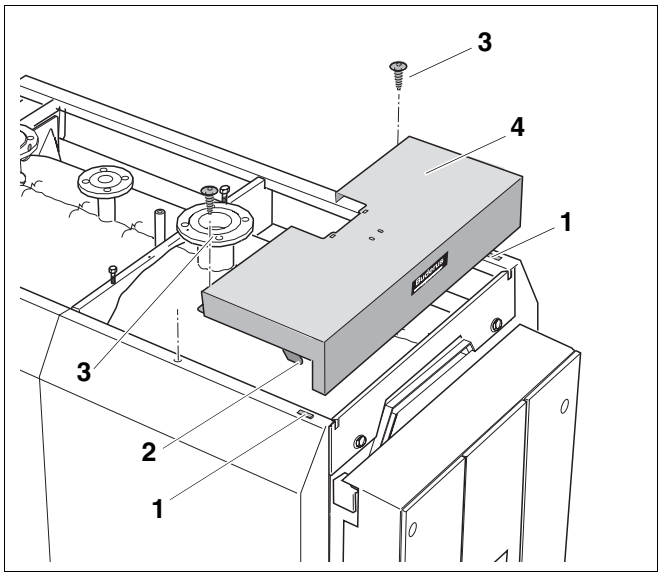

Rys. 33 Montaż przedniej pokrywy kotła
- Wczepić pokrywę przednią kotła zaczepami (rys. 33, **poz. 2**) w szczeliny przednich ścianek bocznych (rys. 33, **poz. 1**) i położyć do tyłu.
- Skręcić pokrywę przednią (rys. 33, **poz. 4**) 2 śrubami (rys. 33, **poz. 3**) poprzez przednie ścianki boczne z bocznymi profilami poprzecznymi.